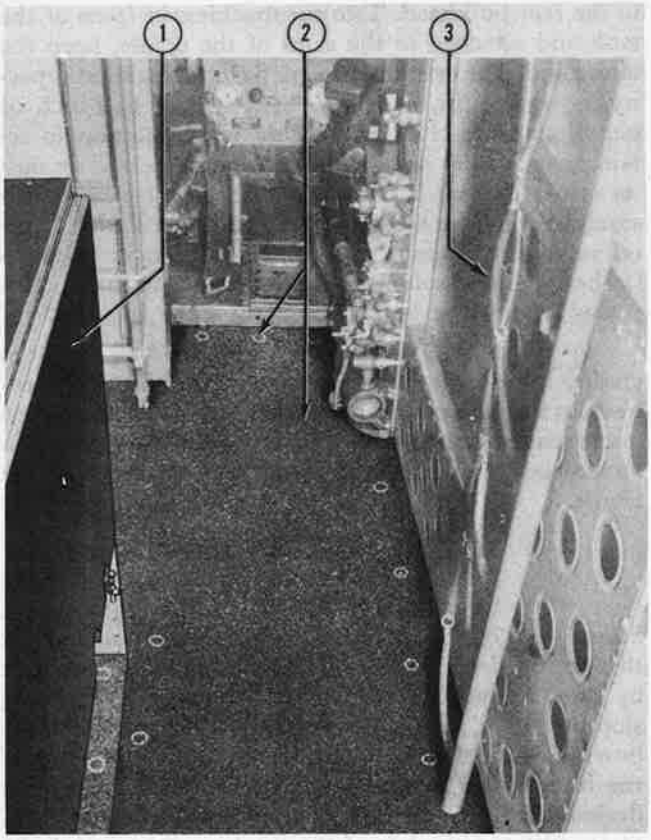

Figure 505—Navigator's Table and Carpeting
(11) CARPETING. *(2, figure 505.)*